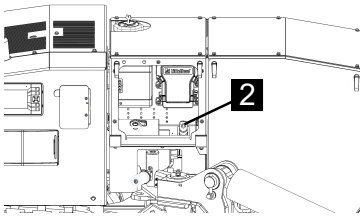

Fig. 184
4. Remove the rubber cover from the jump-starting point (Fig.184/2).
5. Connect the red cable to the jump-starting point (Fig.184/2).